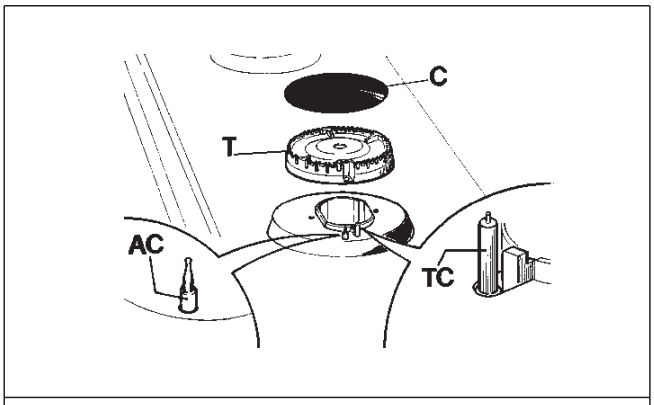

FIG. 6
Si se desea mantener brillante la superficie de la encimera, es muy importante lavarla después de ser utilizada, con agua tibia y jabón, enjuagarla y secarla. Las parrillas esmaltadas, las tapas esmaltadas "C" y las cabezas de los quemadores "T" (ver fig. 6) tienen que lavarse de la misma manera.
- ***verificar que las fisuras de las cabezas de los quemadores "T" (fig. 6) no estén obstruidas por cuerpos extraños.***
- ***Asegurarse de que la tapa esmaltada "C" (fig. 6) esté colocada correctamente sobre la cabeza del quemador. Esta operación se considerará completada cuando la tapa colocada sobre la cabeza del quemador resulte perfectamente estable.***